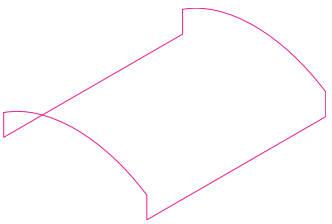

Fig. 17.29 Example – **Edgesurf** – adding lines joining the plines
7. With the **Line** tool, draw lines between the ends of the two plines using the **endpoint** osnap (Fig. 17.29). Note that if polylines are drawn they will not be accurate at this stage.